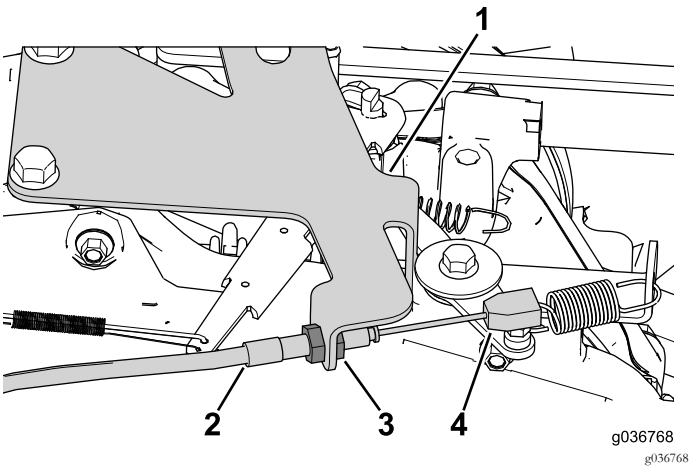

Bild 33
1. Befestigen und stellen Sie den Bowdenzug an der Gasbedienungshalterung mit der Klemmmutter ein (Bild 33).